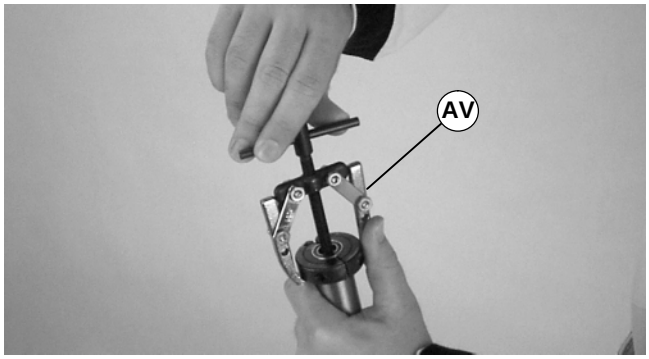

Abbildung 37
3. Mit einem Abzieher (AV siehe Abbildung 37) das/die Lager ausbauen und entsorgen.